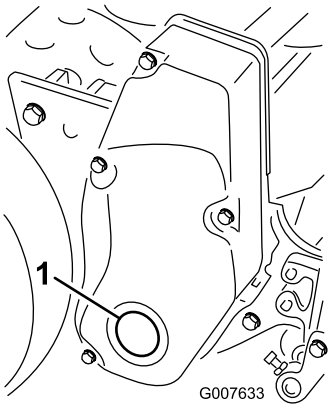

**Figuur 57**
1. Verwijder de plug in de rechterkap van de messenkooi-aandrijving (Figuur 57)